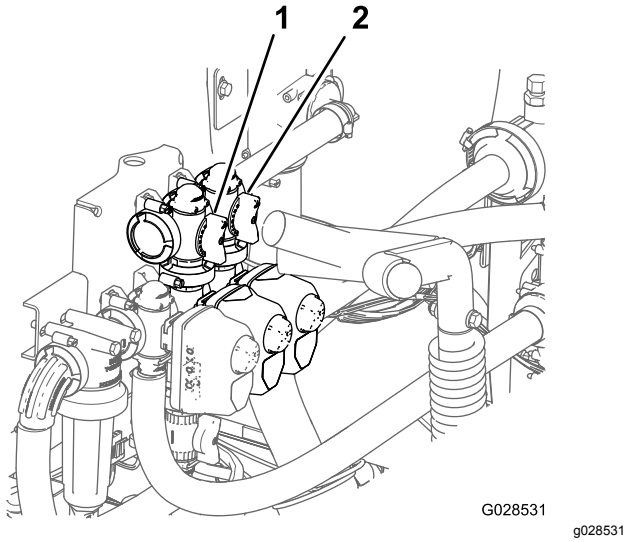

**Figur 76**
11. Juster omløpsventilen for risting (Figur 76) på baksiden av risteventilen helt til trykkmålingen viser 6,9 bar.
8. Juster håndtaket for hovedbomomløpet for å kontrollere hvor mye risting som skjer i tanken (Figur 76).